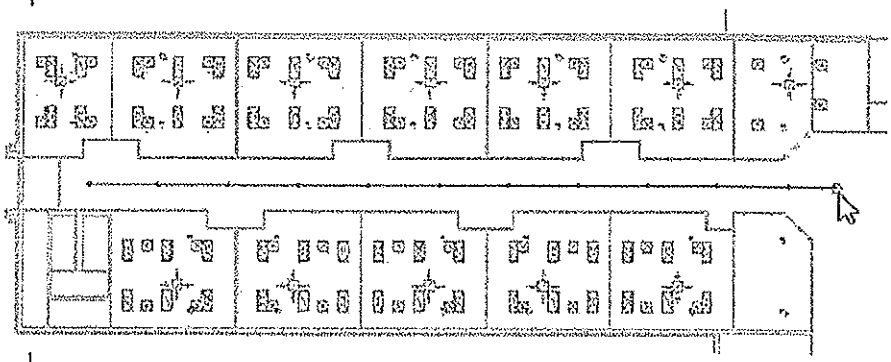

Figure 9–54
11. Select the *Solution Type* **Network 5 of 5.** The pipe runs down the length of the hall directly on top of the sprinklers with the main branch ending at the base, as shown in Figure 9–54.